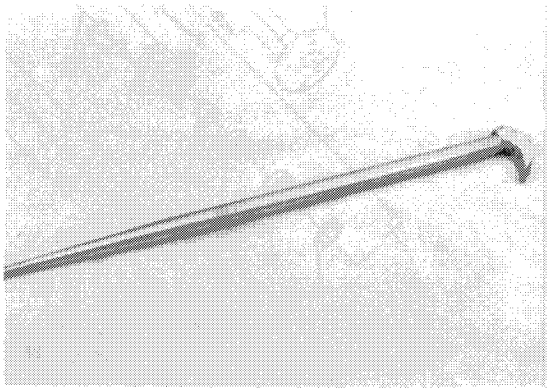
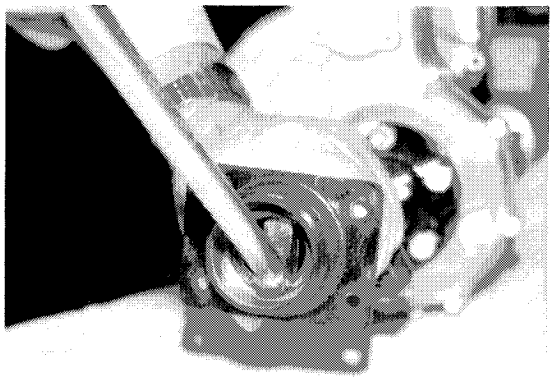

Figure 6-3
Figure 6-4
6. Remove oil seal using 40 centimeter (16 inch) rolling wedge bar **(Figure 6-3)** by inserting underneath seal lip and prying seal out **(Figure 6-4)**.